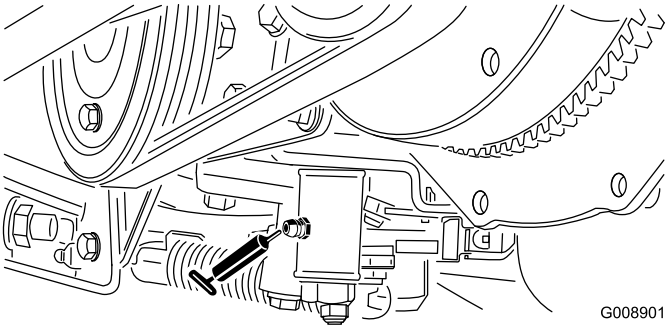

Figur 54
- Nøytral justeringsmekanisme (Figur 54)